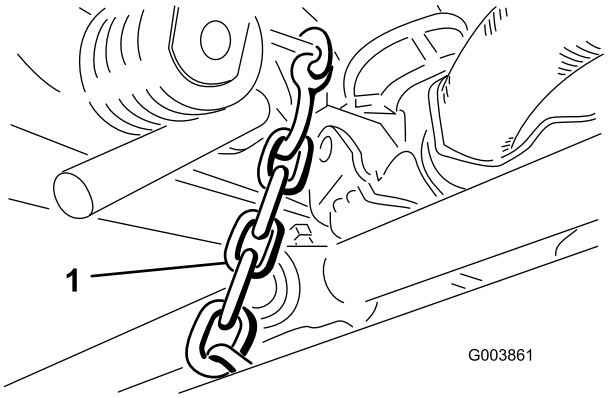

**Figuur 11**
9. Maak de fixatieketting los van de hefarm en maak hem vast aan de dwarsbuis van elk van de achterste maaidekken met een bout, platte ring en borgring (Figuur 11).